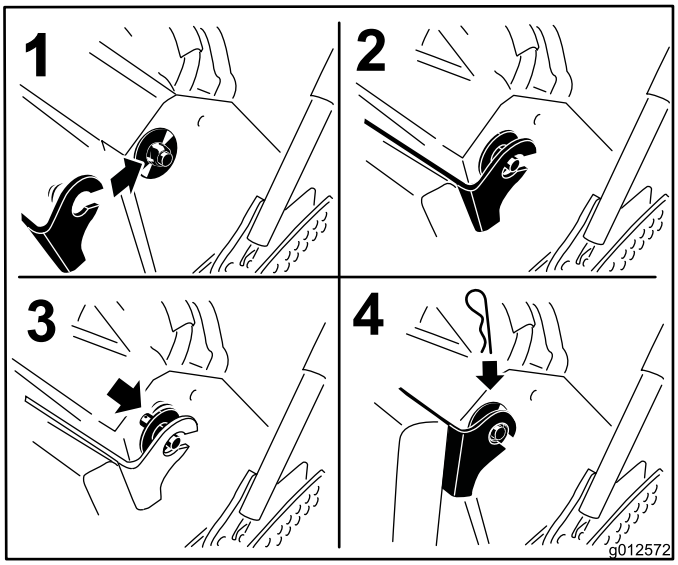

**Figuur 36**
6. Breng het kussen omhoog en schuif het op de pennen aan beide zijden van de machine (Figuur 36).
7. Schuif de grote ringen met plastic bussen in de kussenbeugel en bevestig deze met een R-pen (Figuur 36).